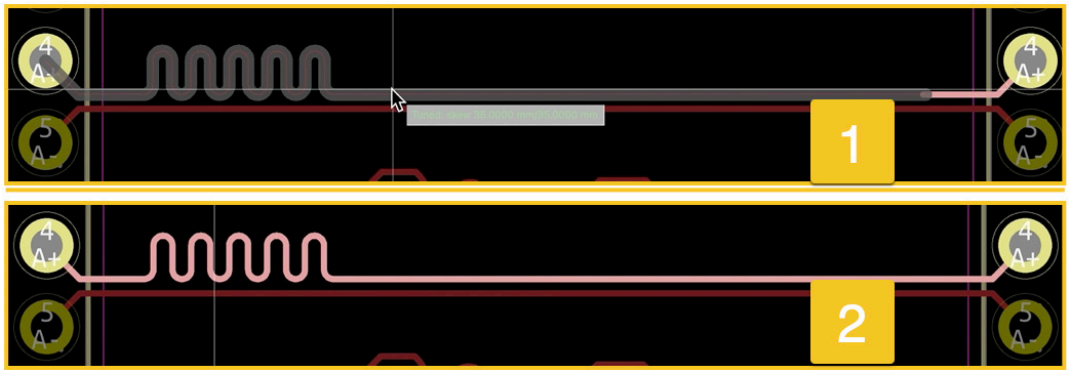

Figure 13.20.5: Increasing the length of one of the tracks in a differential pair.
Concerning figure 13.20.5, move the mouse towards the right to start drawing the new meandering segment and notice how the values in the label change (1). When the length reaches 35 mm, the label becomes green as I have attained the set target. Click again to finish drawing (2).